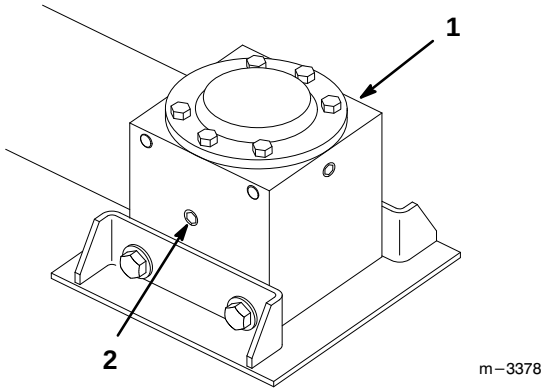

Figure 35
4. Remove plug on the side of the gearbox and check the level of lubrication in the gearbox. If level is low, add SAE EP-80\90 wt. gear oil until level is up to side plug in gearbox. (Fig. 35).